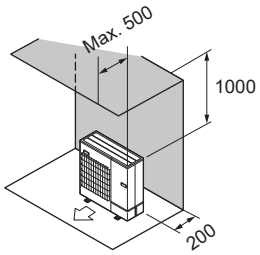

Abb. 2-8
(2) Hindernisse nur auf der Rück- und Oberseite (Abb. 2-8)